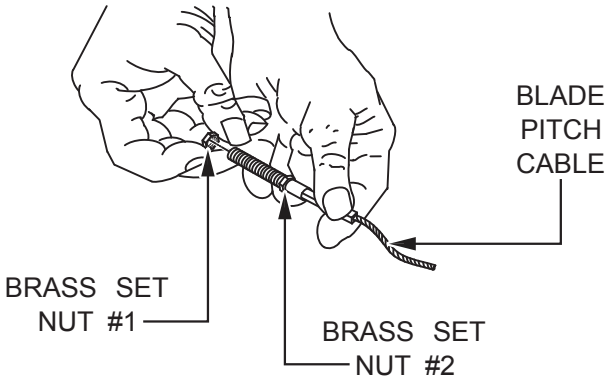

Figure 11. Blade Pitch Cable
3. Remove brass set nut #1 from the end of the blade pitch cable (Figure 11).
4. Thread brass set nut #2 as far as possible towards the blade pitch cable (Figure 11).